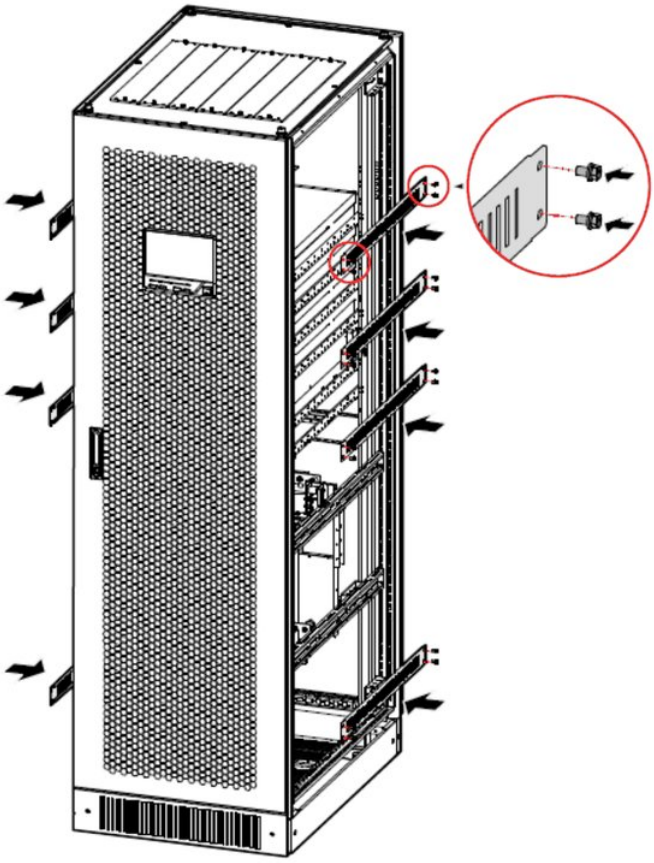

FIGURA 3-13 Montaggio degli accessori per cablaggio dall'alto
2. Montare gli accessori per cablaggio dall'alto, come mostrato nella Figura 3-13.